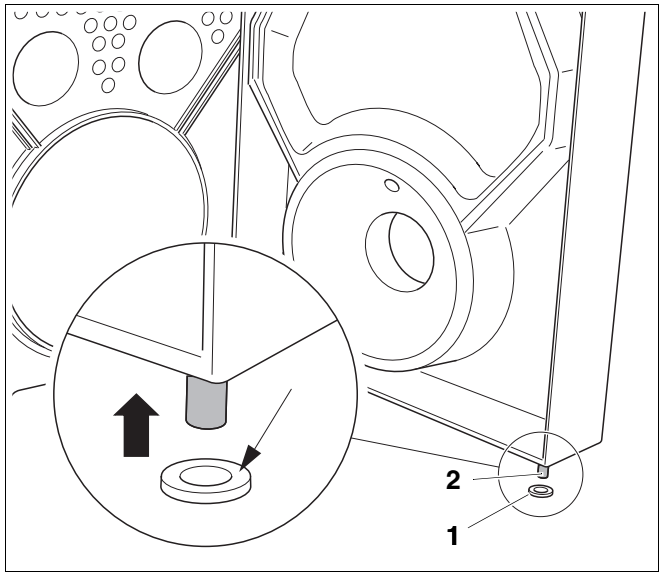

Rys. 10 Lewy sworzeń zawiasy
- Pokryć podkładkę (rys. 10, **poz. 1**) obficie smarem (mała strzałka na rys. 10) i nasunąć na lewy dolny sworzeń zawiasy (rys. 10, **poz. 2**).